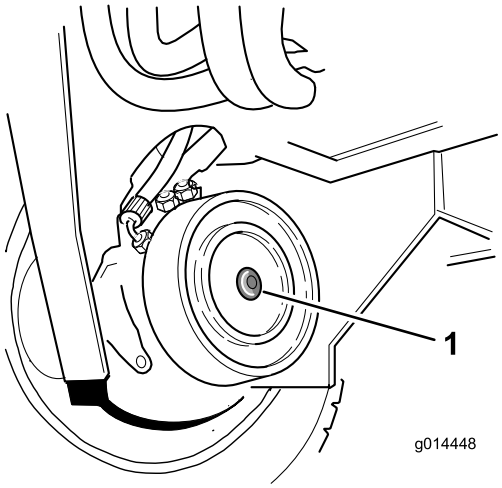

Figuur 62
2. Ga naar de schijfrem van de rechter voorwielmotor en verwijder de zeskantige plug (Figuur 62).